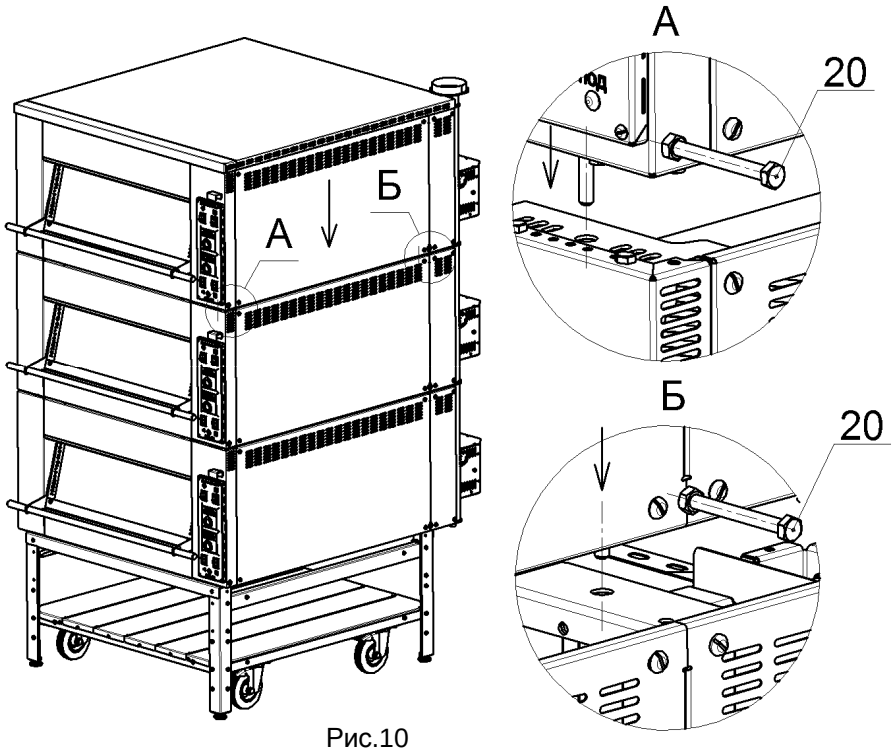

Рис.10
13. Установить верхнюю печь (с крышкой) третьим ярусом так, что бы концы 4-х шпилек М8 на углах устанавливаемой печи попали в отверстия на нижестоящей печи, как показано на рис.10: